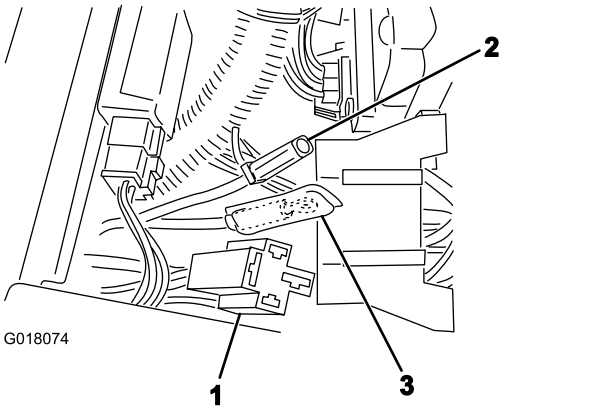

Figura 12
1. Instale o conetor do relé auxiliar a partir da cablagem da unidade de tração no relé de alimentação (Figura 12).
2. Ligue o fio vermelho grande (Figura 12) do bloco de fusíveis auxiliares ao conector correspondente da cablagem da unidade de tração.
5. Ligue os fios pretos da cablagem da unidade de tração e a cablagem do kit ao bloco de ligação à terra (Figura 12 e Figura 13).